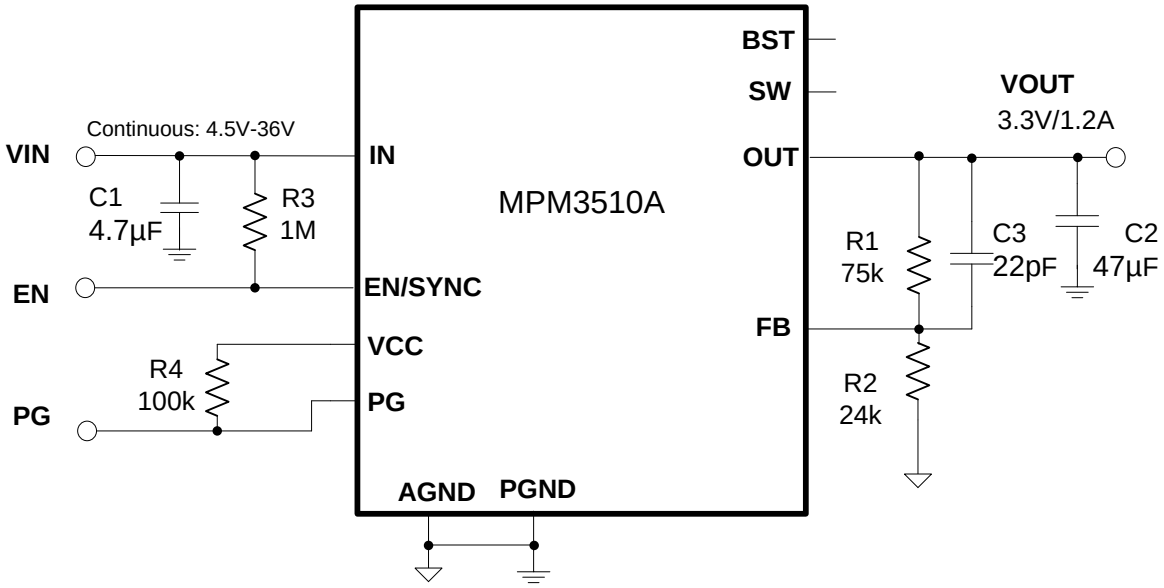

**Figure 8: $V_{OUT}$ = 3.3V, $I_{OUT}$ = 1.2A**
8) The recommended layout is based on Figure 8 and the "Typical Application Circuits" on page 18.
The detailed application schematic is shown in Figure 8. The typical performance and circuit waveforms have been shown in the “Typical Performance Characteristics” section. For additional device applications, please refer to the related evaluation board datasheets.